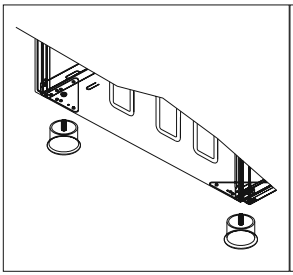
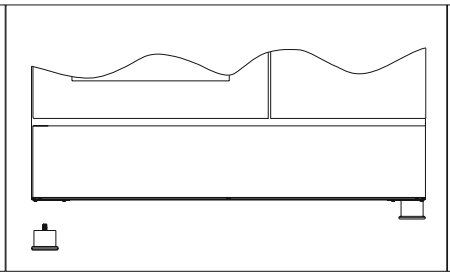

Figure 10
Figure 11
1. Foot attachment lath is installed on the oven from the bottom of the oven as shown in (figure 10).Nuts are centered on these lathes in order to screw feet. Complete the feet installation process by screwing the feet to the nuts (figure 11).